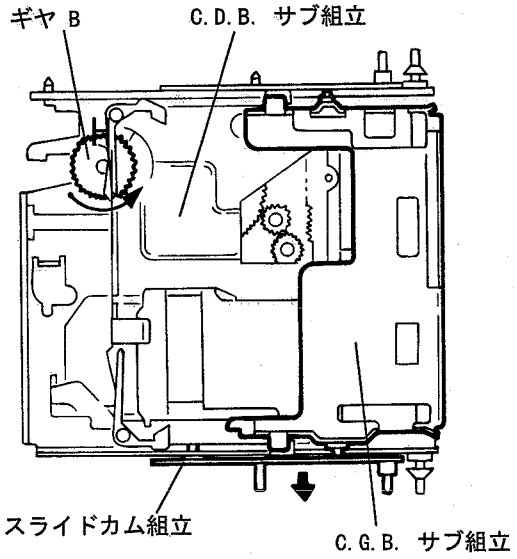

図16
3. ギヤ B を矢印の方向に回し、C.D.B.サブ組立を図の位置まで移動する (図16参照)